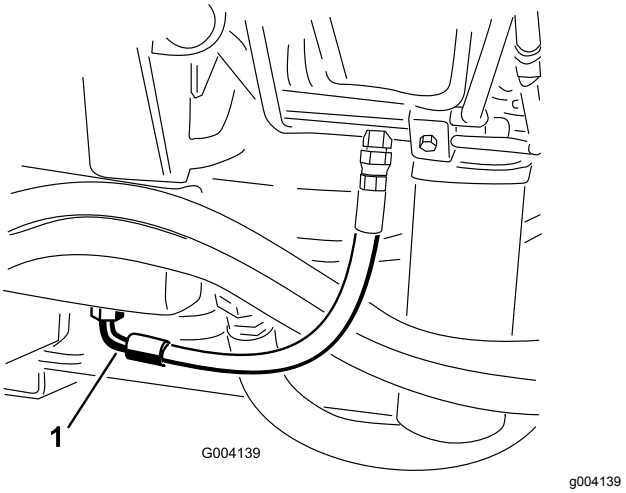

**Figur 102**
3. Ställ ett stort avtappningskärl under fästet som sitter på hydraultankens undersida (Figur 102).